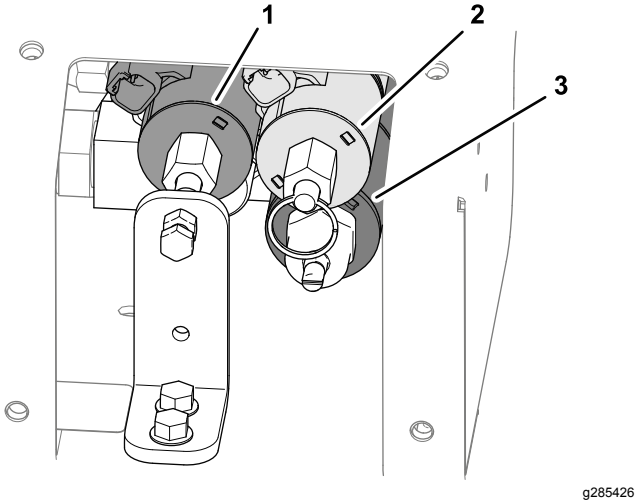

Figur 28
3. Lokalisera de tre reglerventilerna (Figur 28).